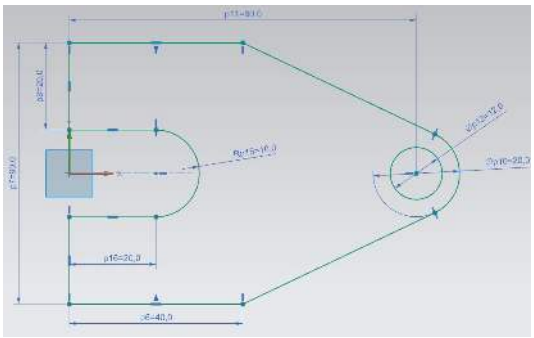

Figure 3-33 *The final sketch after adding the required dimensions*
1. Double-click on the dimension of line 7; a dynamic edit box is displayed. Modify the value of the dimension to **20** and press Enter. Next, drag and place the dimension below the line, refer to Figure 3-33.
7. Select the circle and place the dimension,refer to Figure 3-33. Next, modify the dimension value to 12 and press Enter. Make sure that the dimension value assigned to Line 1 is 40.
The final sketch after adding the required dimensions is shown in Figure 3-33.